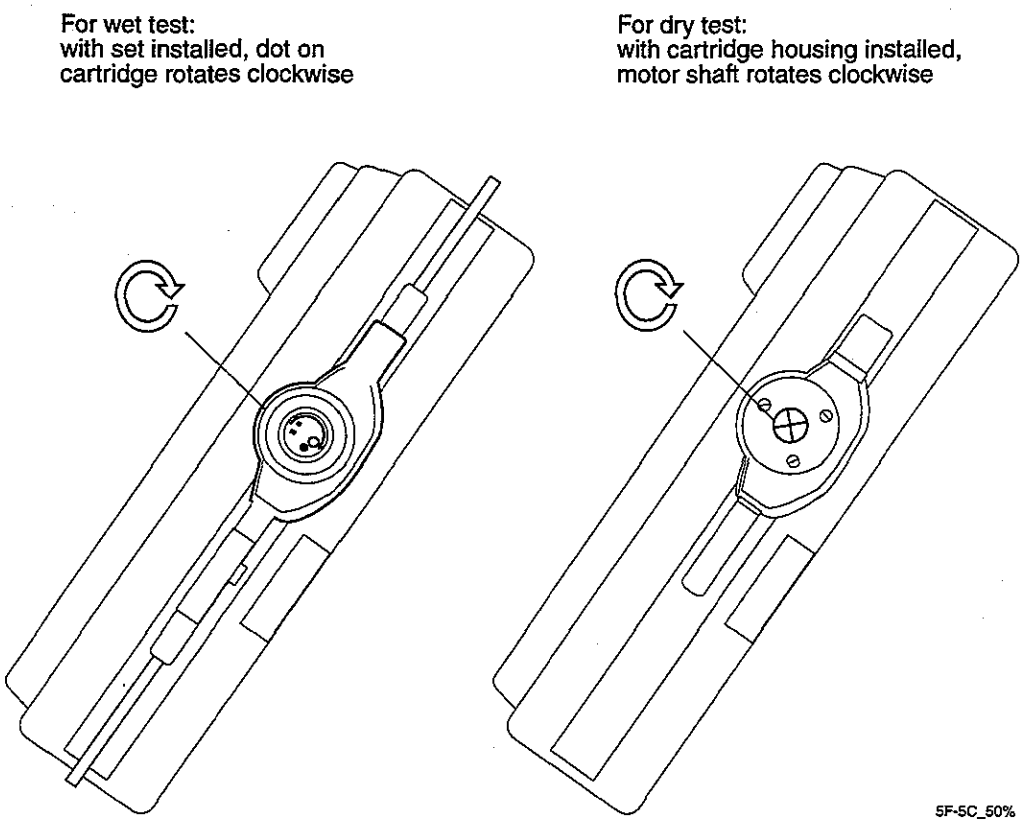

Figure 5-6. Delivery Test
1. Confirm that the dot in the cartridge turns clockwise (refer to *Figure 5-6. Delivery Test*).
1. Confirm that the cartridge rotor turns clockwise (refer to *Figure 5-6. Delivery Test*).